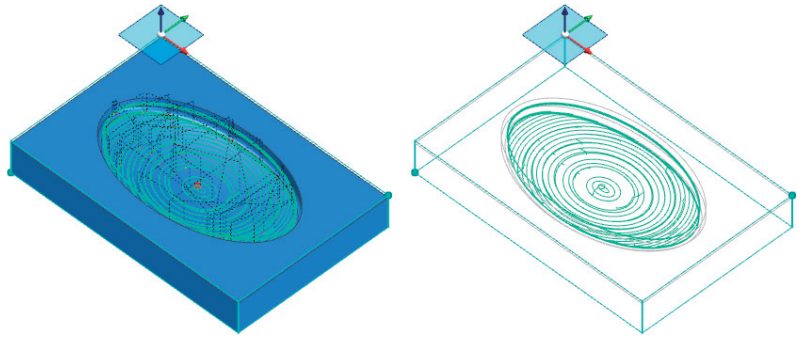

Rysunek 9.19. Widok wyszukanych resztek cyklu Zgrubny — Obróbka resztek
5. Po przeliczeniu ścieżek obróbki program wyszukał resztki w miejscach, gdzie poprzednie narzędzie ze względu na swoją geometrię nie zdołało wygenerować ścieżek obróbki (rysunek 9.19).